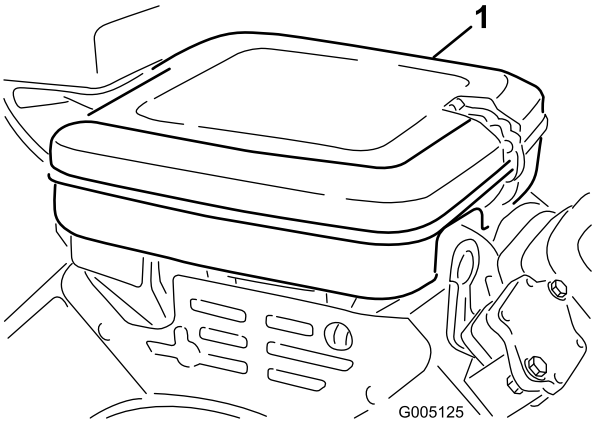

**Figur 42**
1. Ta av låseklemmene, og ta dekslet av luftrenseren (Figur 42). Rengjør dekslet grundig.